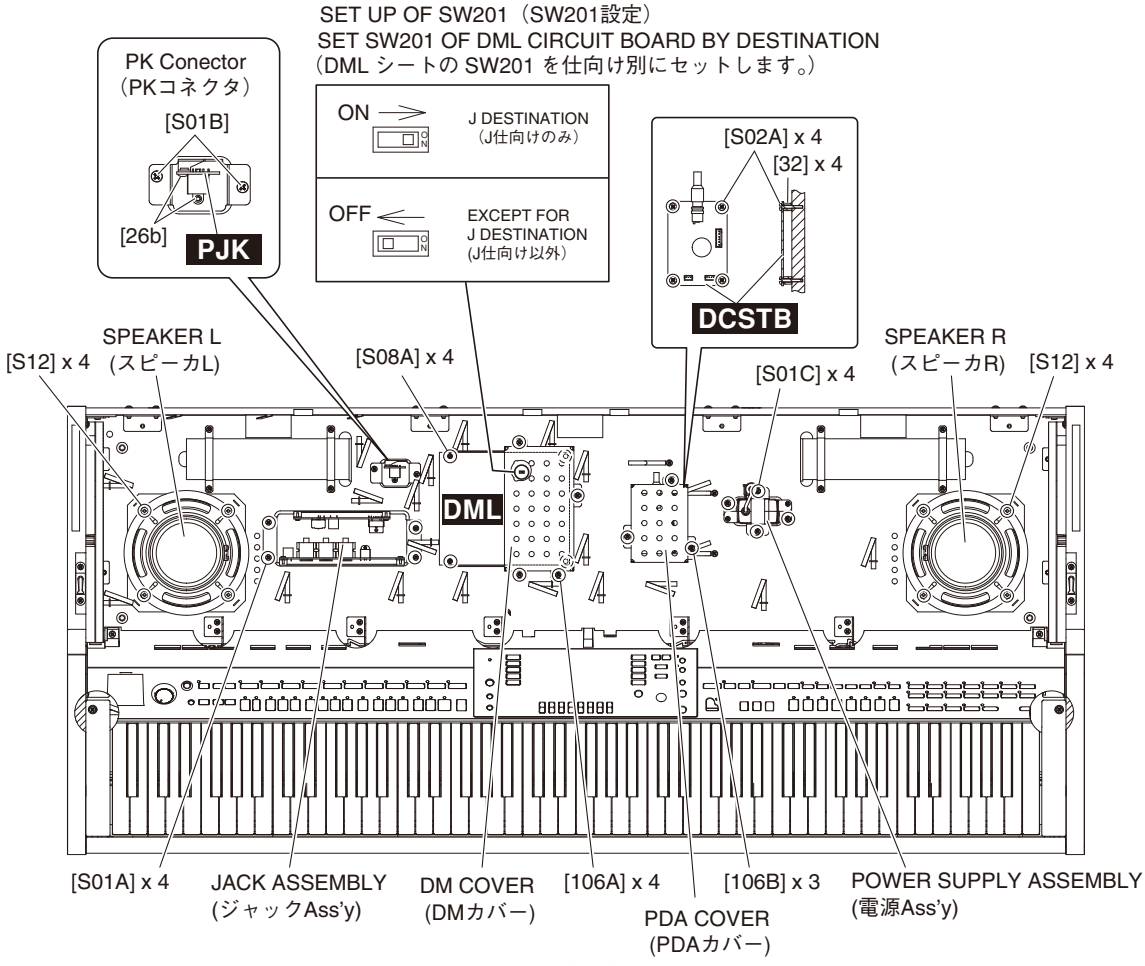

Fig. 3（図 3）
5-3. Remove the four (4) screws marked [S01C]. The power supply assembly can then be removed. (Fig. 3)
5-3. [S01C] のネジ 4 本を外し、電源 Ass'y を外します。(図 3)